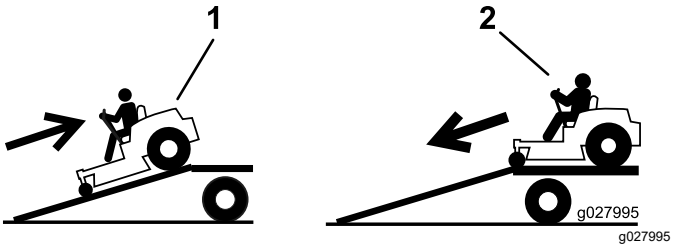

Rysunek 33
4. Wjazd na pochylnię tyłem (Rysunek 33).
2. Zjazd z pochylni przodem (Rysunek 33).